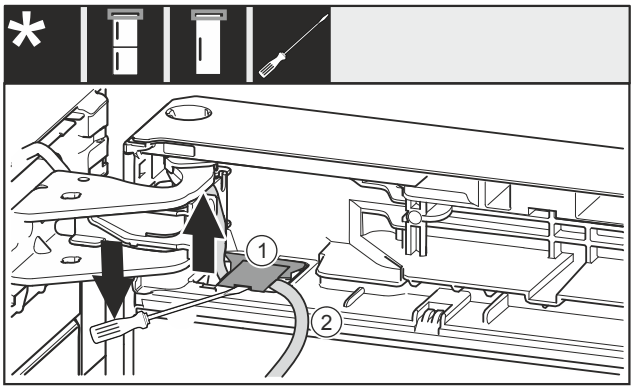

Fig. 20
- ▶ Paceliet ar plakano skrūvgriezi pārsegu *Fig. 20 (1)* un izvelciet.
- ▶ Izvelciet kabeli *Fig. 20 (2)*.